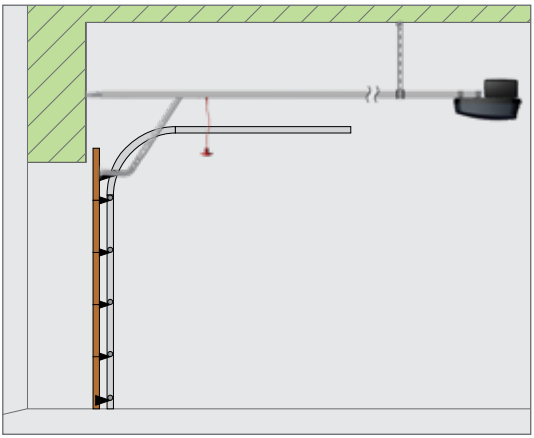

**FIGURE 4**
- The drive rail must be perpendicular to the door as shown in Figure 4